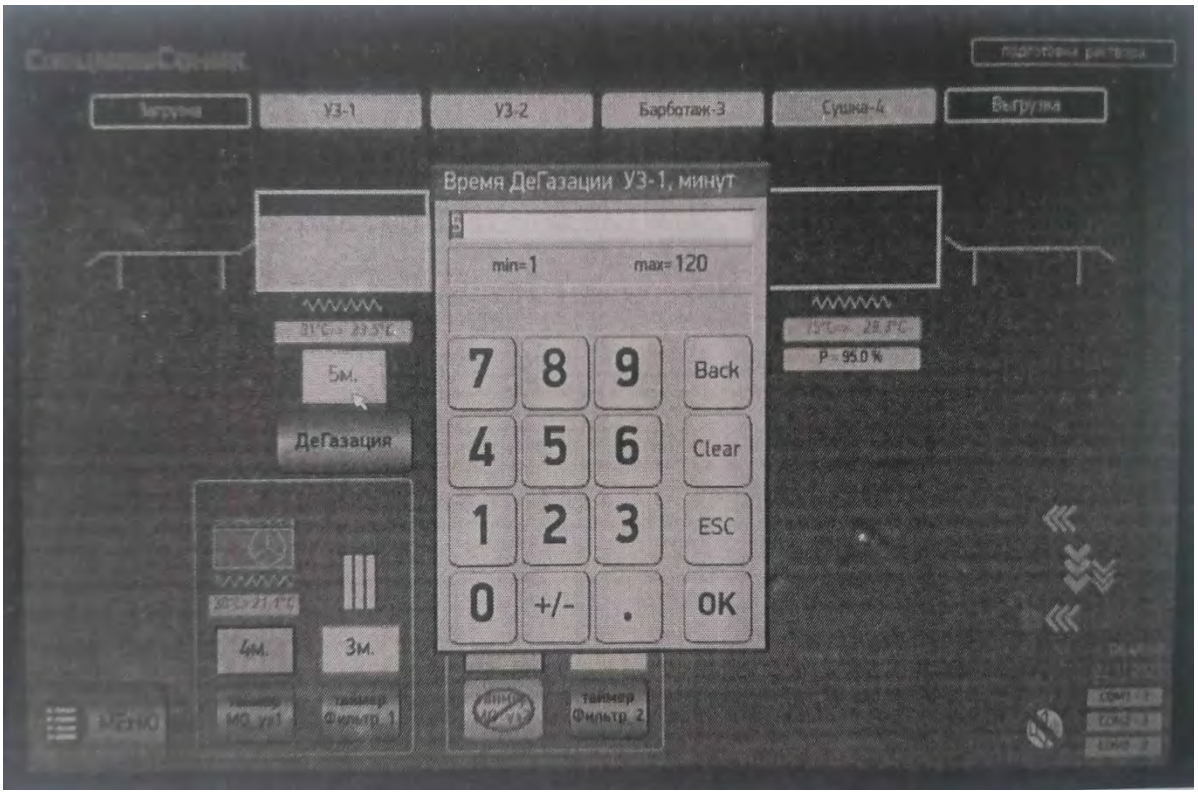

Рис. 2. Подменю «Подготовка раствора»
1) наполнение дистиллированной водой ультразвуковой ванны № 1 (рис. 1, поз. 4), ультразвуковой ванны № 2 (рис. 1, поз. 5), ванны промывки с барботажем (рис. 2, поз. 5) и двух маслоотделителей с фильтровальной системой (рис. 2, поз. 13);
Дегазация моющего раствора имеет большое значение, так как растворенные газы снижают эффективность ультразвукового излучения, и реализуется посредствам предварительного облучение ванны ультразвуком. Время, заданное для дегазации жидкости, устанавливается в подменю «Подготовка раствора» (рис. 2).